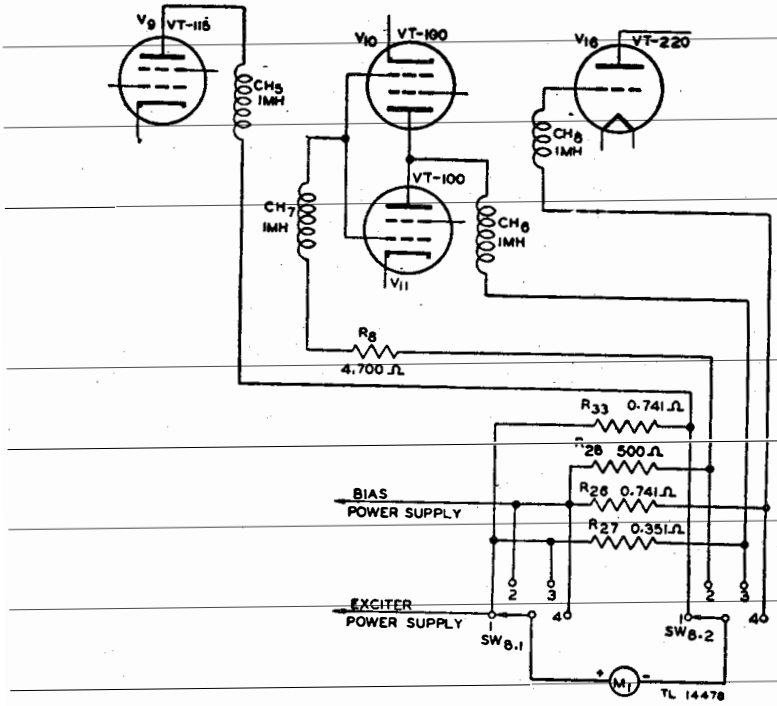

Figure 71. EXCITATION METER switch—functional diagram.
g. Excitation Meter Switch SW_8 (fig. 71). Switch SW_8 is a two-section, four-position switch located on the front panel of the transmitter. It is controlled by a knob marked EXCITATION METER SWITCH. When the switch is set to DOUBLER PLATE, meter M_1 is connected in the plate circuit of buffer-doubler tube V_9. When the switch is set to INT. AMP. GRID, meter M_1 is connected in the grid-return circuit of intermediate-amplifier tubes V_{10} and V_{11}. When the switch is set to INT. AMP. PLATE, meter M_1 is connected in the plate circuit of intermediate-amplifier tubes V_{10} and V_{11}. When the switch is set to P.A. GRID, meter M_1 is connected in the grid-return circuit of p-a tube V_{16}.
c. Excitation Meter M_1 (fig. 71). The excitation meter indicates through a suitable switching arrangement, the buffer-doubler plate current, the intermediate-amplifier grid and plate currents, and the final p-a grid current. The excitation meter is a d-c milliameter having scales of 0 to 15 ma, 0 to 150 ma, and 0 to 300 ma. When the EXCITATION METER SWITCH SW_8 is set to DOUBLER PLATE, meter M_1 is connected across resistor R_{33}, which is in the plate circuit of buffer-doubler tube V_9. The meter indicates the buffer-doubler plate current on the 0- to 150-ma scale. Resistor R_{33} is the meter shunt resistor. When switch SW_8 is set to INT. AMP. GRID, meter M_1 is connected across resistor R_{28}, which is in the grid circuit of intermediate-amplifier tubes V_{10} and V_{11}. The meter indicates the intermediate-amplifier grid current on the 0- to 15-ma scale. Resistor R_{28} is the meter shunt resistor. When switch SW_8 is set to INT. AMP. PLATE, meter M_1 is connected across resistor R_{27}, which is in the plate circuit of intermediate-amplifier tubes V_{10} and V_{11}. The meter indicates the intermediate-amplifier plate current on the 0- to 300-ma scale. Resistor R_{27} is the meter shunt resistor. When switch SW_8 is set to P. A. GRID, meter M_1 is connected across resistor R_{26} which is in the grid circuit of p-a tube V_{16}. The